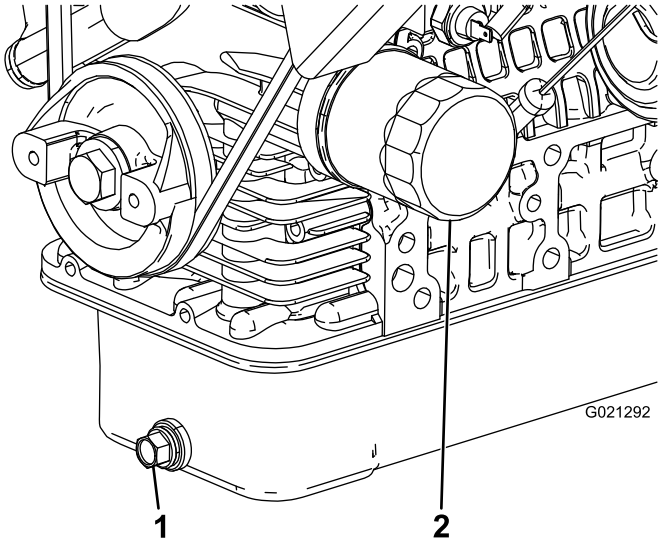

**Figur 42**
2. Fjern aftapningsproppen, og lad olien løbe ned i en bakke (Figur 42). Monter aftapningsproppen igen, når olien holder op med at løbe.
3. Fjern oliefilteret (Figur 42).